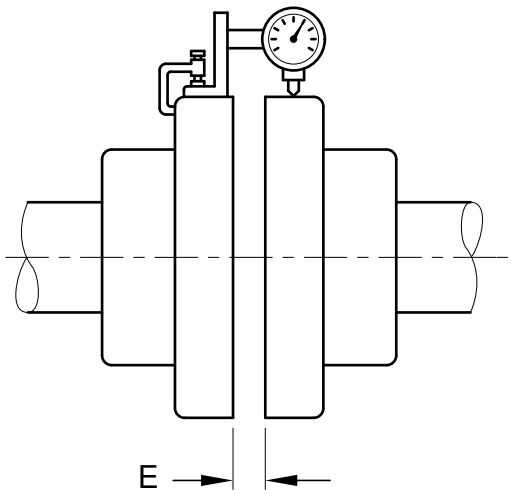

Bild 7: Radialmessung (Mittenversatz)
4.2.3.2 Radialmessung (Bild 7)